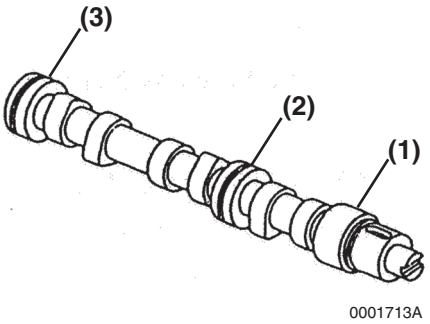

Figure 6-79
4. Measure the diameter of the gear end **(Figure 6-79, (1))**, intermediate **(Figure 6-79, (2)),** and flywheel end **(Figure 6-79, (3))** bearing journals. Record the measurements. *See Camshaft on page 6-7 for specifications.*